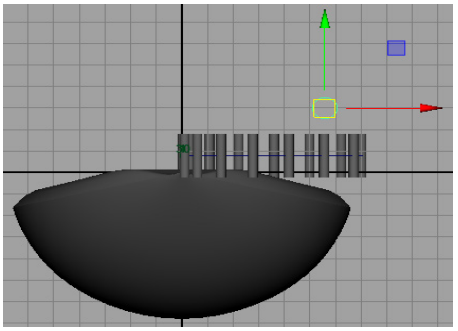

Figure 4-67 *The handrail created*
7. Maximize the front-Z viewport and choose **Create > Objects > NURBS Primitives > Circle** from the menubar and create a circle on the curve in the viewport, refer to Figure 4-67. Make sure the circle is selected in the front-Z viewport. In the **Channel Box / Layer Editor**, enter **90** in the **Rotate X** and **-38** in the **Rotate Y** edit boxes. Next, expand **makeNurbCircle1** node in the **INPUTS** area of the **Channel Box / Layer Editor** and set the radius of the circle to **0.3**.